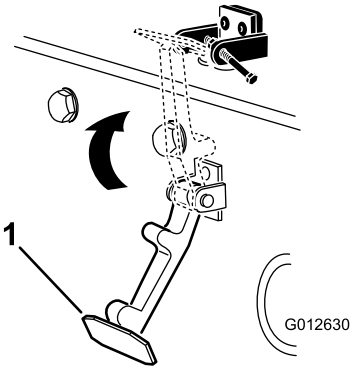

Figur 9
6. Sæt låsen fast på hjelmlåsebeslaget (Figur 9).